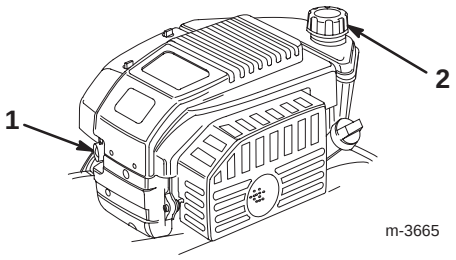

Bild 8
1. Reinigen Sie den Bereich um den Kraftstofftankdeckel (Bild 8).
2. Entfernen Sie den Kraftstofftankdeckel (Bild 8).
3. Drücken Sie die Starthilfe dreimal, wobei Sie zwischen jedem Drücken eine Sekunde verstreichen lassen sollten (Bild 8).